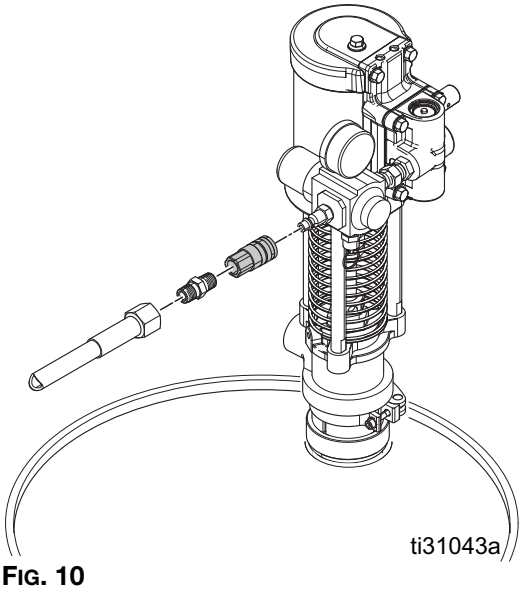

FIG. 10
7. Installera luftledningen (3/8 tum (9,5 mm) inv.dia. min.) med medföljande snabbkoppling. Se FIG. 10.